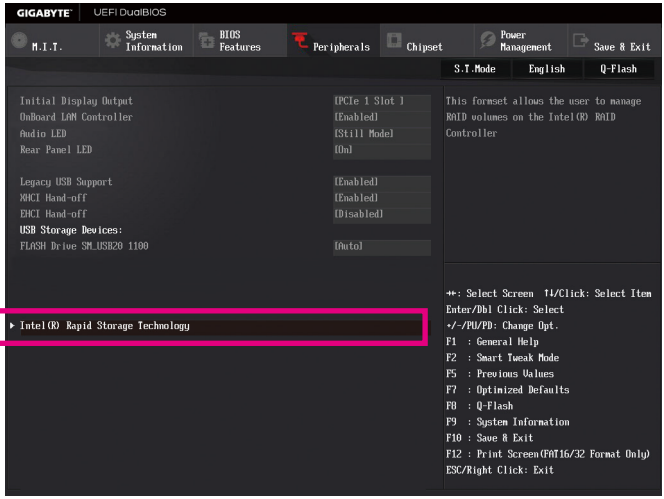

图3
重开机后，请再次进入BIOS在BIOS程序设置画面，再进入「Peripherals\Intel(R) Rapid Storage Technology」子选单 (图3)。